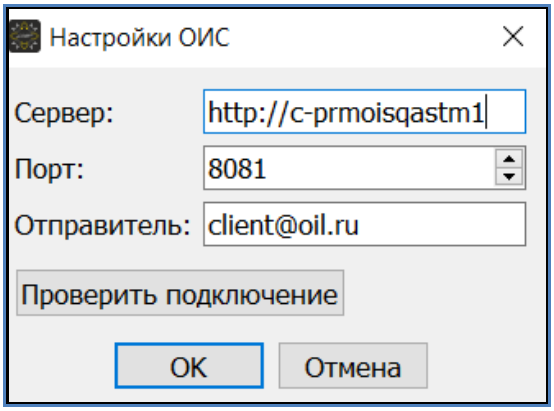

Рисунок 15
4.2.3.3. Для настройки экспорта в ОИС следует выбрать пункт меню «ОИС». Окно «Настройка ОИС» содержит следующую информацию (рисунок 15):